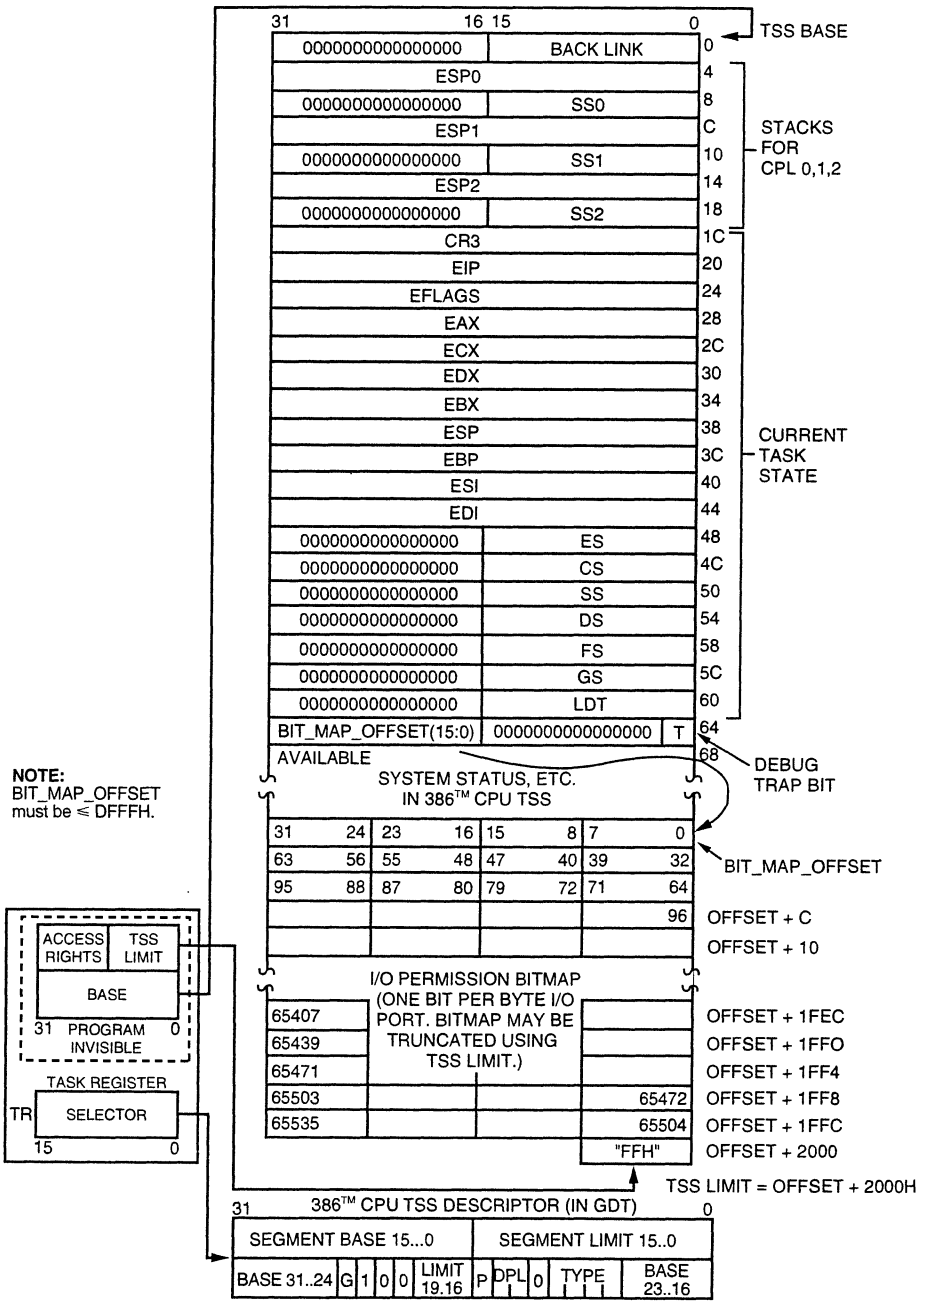

FIGURE 16–22 The task state segment (TSS) descriptor (Courtesy of Intel Corporation)
The TSS is illustrated in Figure 16–22. As can be seen, the TSS is quite a formidable section of memory, containing many different types of information. The first word of the TSS is labeled *back-link.* This is the selector that is used on a return (RET or IRET) to link back to the prior TSS by loading the back-link selector into the TR. The following word must contain a 0. The second through the seventh doublewords contain the ESP and ESS values for privilege levels 0–2. These are required in case the current task is interrupted so these privilege level (PL) stacks can be addressed. The eighth word (offset 1CH) contains the contents of CR3, which stores the base address of the prior state's page directory register. This must be restored if paging